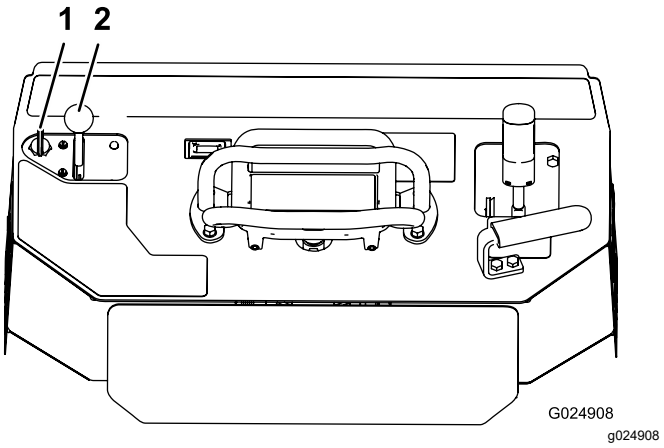

**Figuur 18**
1. Zet de gashendel halverwege tussen de standen LANGZAAM en SNEL (Figuur 18).
2. Draai het sleuteltje naar de stand AAN (Figuur 18). Laat het sleuteltje los zodra de motor aanslaat.
3. Zet de gashendel in de gewenste stand (Figuur 18).